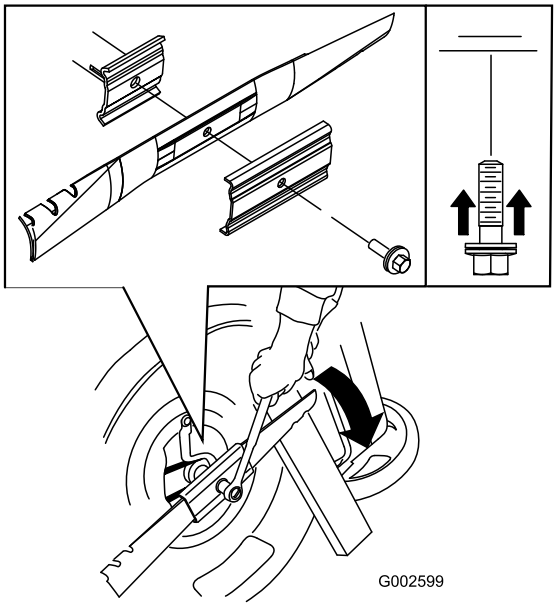

Figur 24
5. Monter den nye skærekniv (drej knivbolten med uret) samt alle monteringsbolte og -møtrikker (Figur 24).